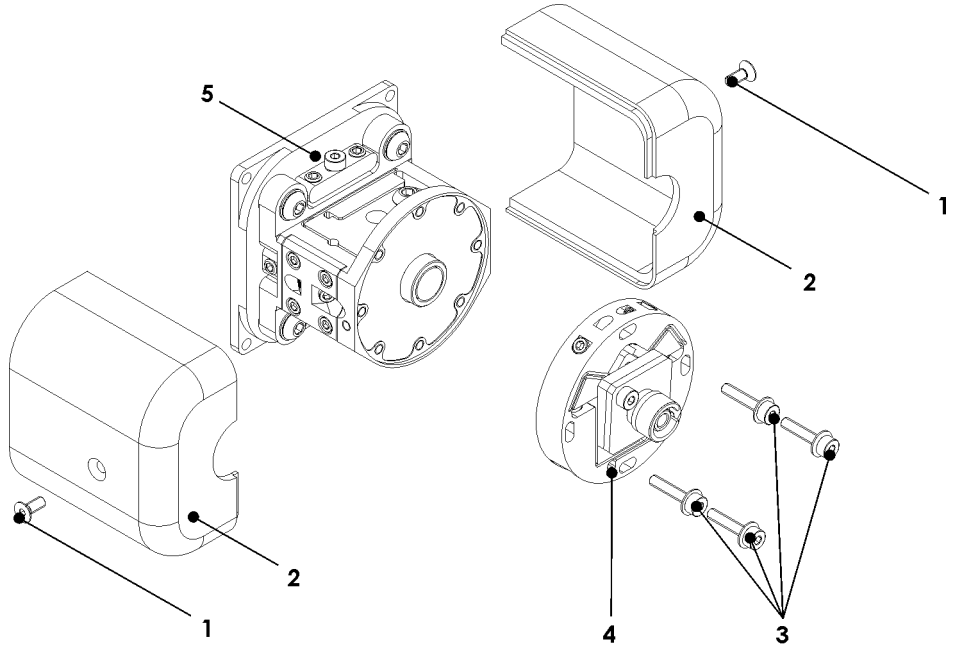

Figure 2 Removing the Covers and the Fiber Manipulator Plate
1. Remove the screws (1) and the covers (2) (see Figure 2).
3. Fix the FIBERDOCK covers (see Figure 2).
2. Remove the screws (1) and the covers (2).
Remove the screws and washers (3) and the Fiber Manipulator Plate (FMP, 4) from the Lens Manipulator Assembly (LMA, 5) as shown in Figure 2.
8. Fix the FIBERDOCK covers (see Figure 2).